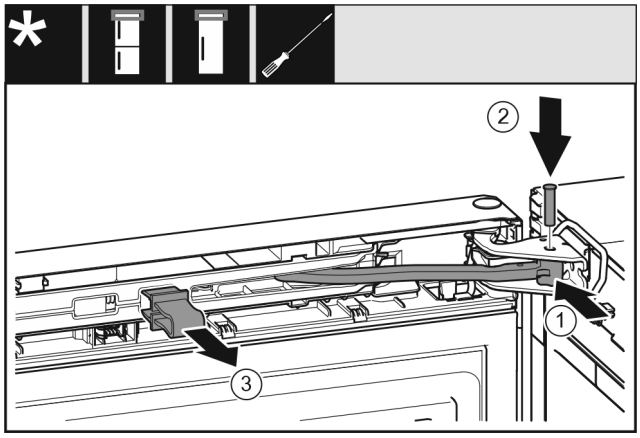

Fig. 34
▶ Otočte kloub *Fig. 34 (1)* ve stojanu ložiska.
▶ Vložte čep *Fig. 34 (2)* do stojanu ložiska a kloubu. Přitom dávejte pozor, aby byla zajišťovací vačka správně usazena v drážce.
▶ Pojistku *Fig. 34 (3)* vytáhněte.